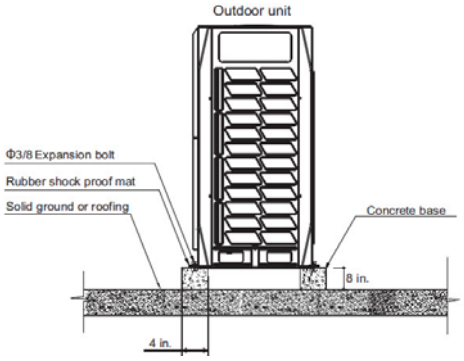

Fig. 12— Concrete Base (Side View)
- When piping from the bottom of the unit, the base height should be no less than 8 in. See Fig. 12−14 for additional specifications.